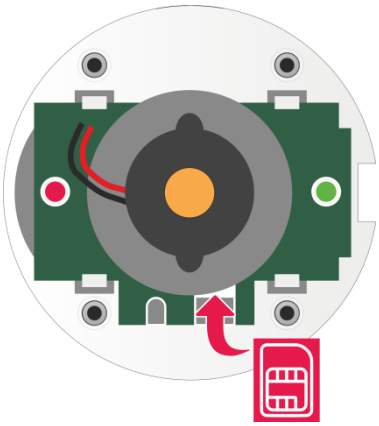

Рис. 5.3. Установка SIM-карты
5. Установите SIM-карту в слот под дымовой камерой, расположив ее в соответствии с указаниями на плате (Рис. 5.3).